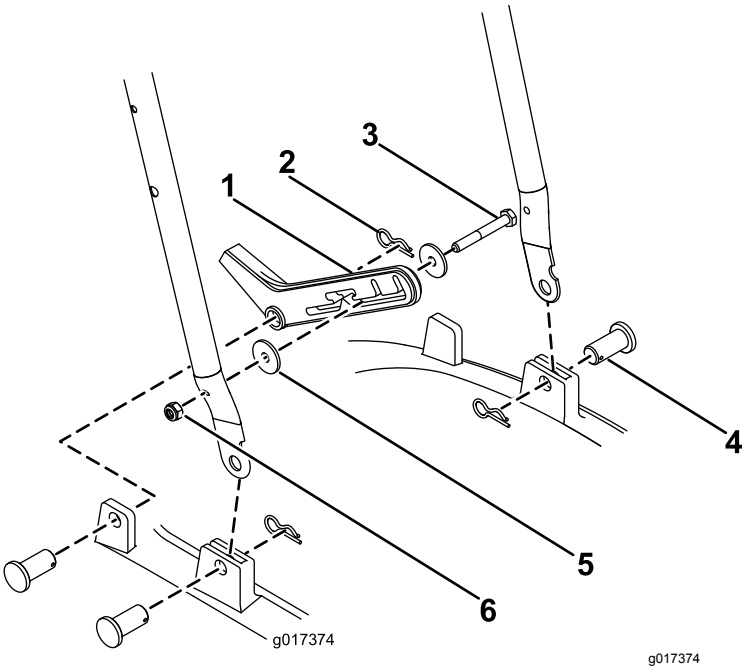

Figur 3
1. Før det nedre håndtaket inn i rammen (Figur 3).
2. Fest hver side med en festepinne og en hårnålssplint (Figur 3).
3. Fest håndtakssperren til høyre side på nedre håndtak med en M6-mutter, en M6-bolt og to skiver (Figur 3).
4. Fest håndtakssperren til rammen med en holdestift og en hårnålssplint (Figur 3).